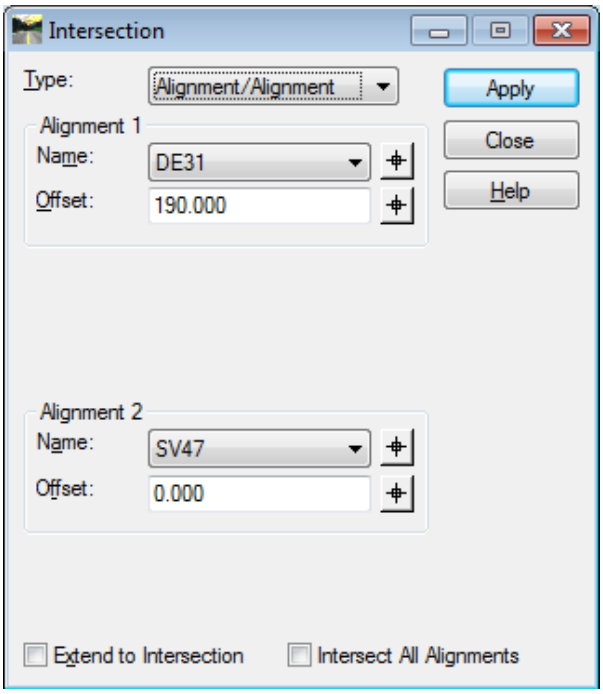
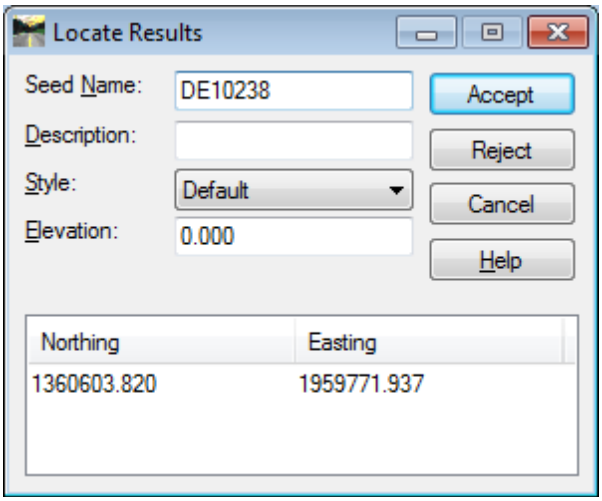
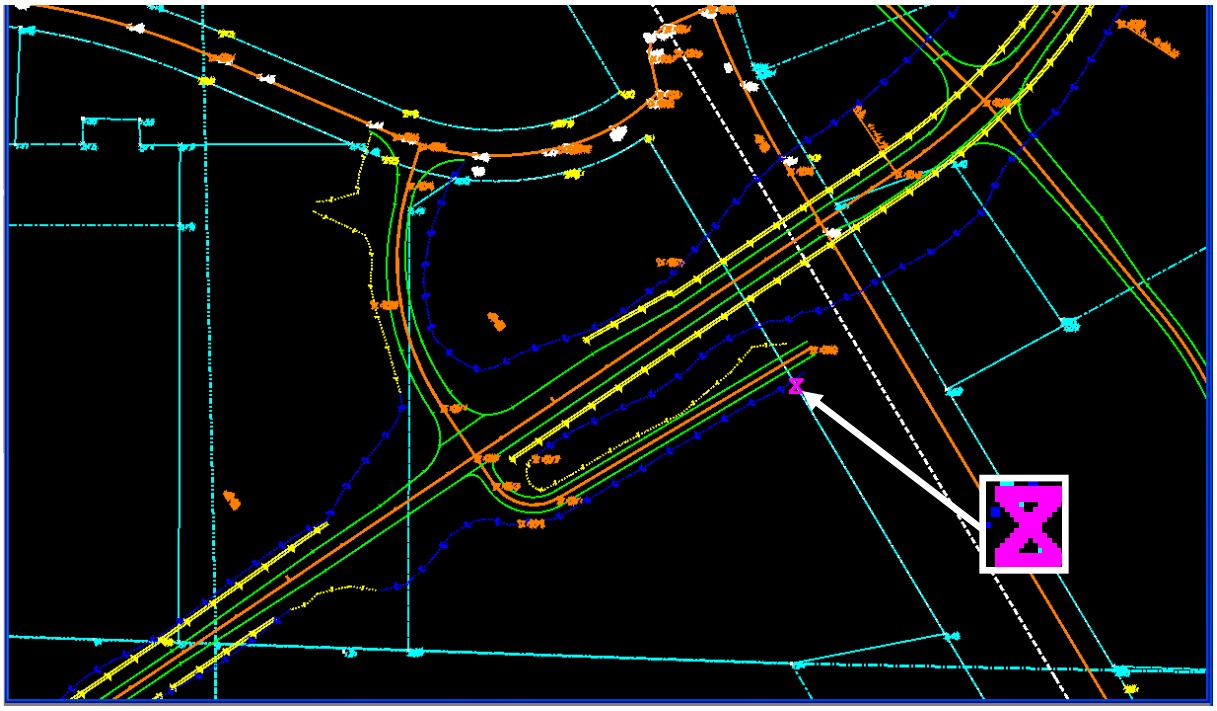

Figure L12-13 Intersection
Figure L12-14 Locate Results
Figure L12-15 MicroStation View
23.	**Store a COGO Point at the Intersection of DE31 offset 190' and SV47.** • In the **Intersection** dialog, verify your settings match those shown in *Figure L12-13*. • Click **Apply**. The **Locate Results** dialog opens as shown in *Figure L12-14* and the Point is tentatively marked by a purple X ( ) as shown in *Figure L12-15*. • In the **Locate Results** dialog, change the **Style:** to ***REQD_P_RWRM*.** This style ensures a Required Right-of-Way Marker symbol ( ) is drawn. • Verify your entries in the **Locate Results** dialog match those shown in *Figure L12-16*. • Click **Accept** and then click **Cancel**. The **Intersection** dialog reappears. • If a **Results** window appears – click **Close** to exit the **Results** window. • Next – click **Close** to exit the **Intersection** dialog. • Verify point **DE10238** was drawn in MicroStation as shown in *Figure L12-17*.